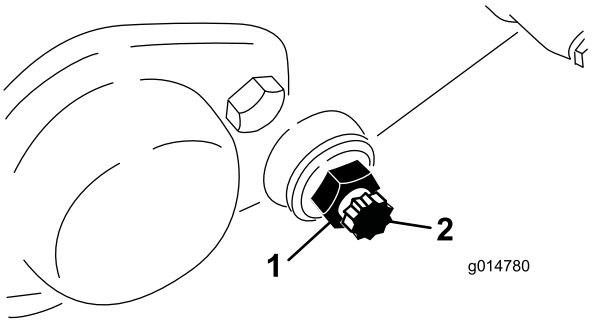

Figur 56
3. Lossa kontramuttern som håller fast skruven på underknivsstången på vardera sidan av maskinen (Figur 56).
4. Ta bort bulten till underknivsstången så att denna kan dras nedåt och avlägsnas från maskinen. Spara de två nylonbrickorna och de två stansade brickorna av stål på vardera änden av underknivsstången (Figur 56).